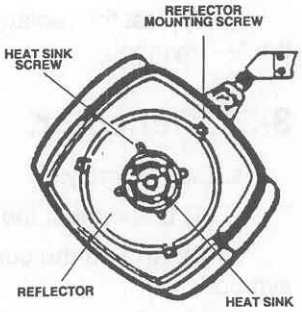

Figure 3-35. Heat sink assembly.
(10) Remove the four Phillips screws, lockwashers, and nuts to unfasten the reflector from the heat sink assembly (fig 3-35). Lift the reflector from the housing and set it aside.